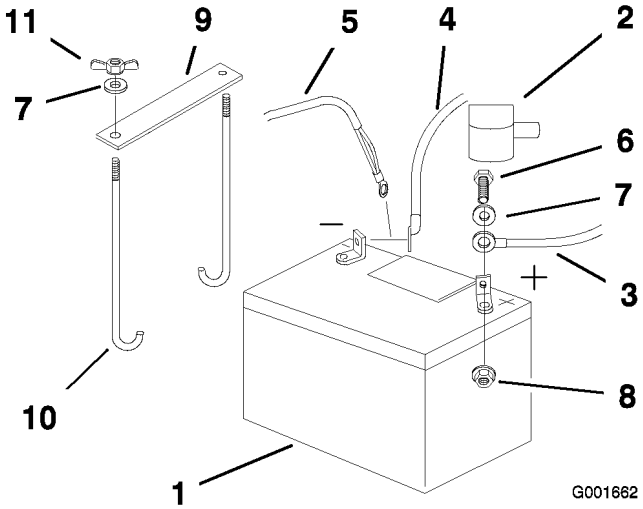

Figur 43
4. Lossa först batteriets minuskabel och jordkabel från batteriets minuspol (-) (Figur 43).
5. Skjut av den röda anslutningsskon från batteriets pluspol (röd). Lossa sedan batteriets pluskabel (röd) (Figur 43).
6. Ta bort de båda vingmuttrarna (1/4 inch) som håller fast batteriklämman (Figur 43).
1. Sätt i batteriet i lådan med anslutningspolerna mot motorn (Figur 43).
4. Fäst kablarna med 2 bultar (1/4 x 3/4 tum), 2 brickor (1/4 inch) och 2 låsmuttrar (1/4 inch) (Figur 43).
6. Säkra batteriet med J-skruvar, en klämma, två brickor (1/4 inch) och två vingmuttrar (1/4 inch) (Figur 43).